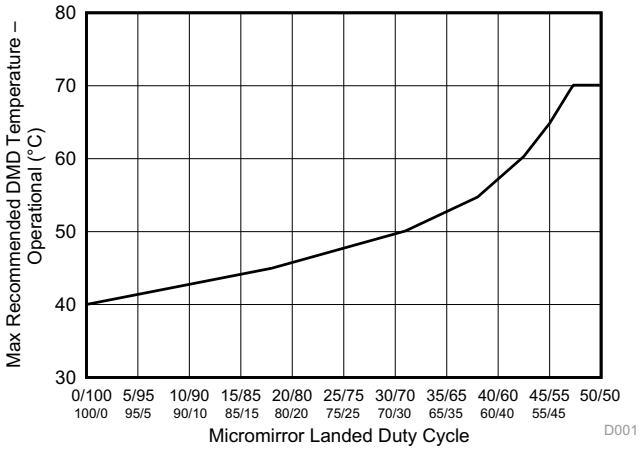

Figure 1. Maximum Recommended DMD Temperature – Derating Curve
(6) Long-term is defined as the average over the usable life.
(7) Per Figure 1, the maximum operational case temperature at test points TP1 and TP2 as shown in Figure 9 or Figure 10 should be derated based on the micromirror landed duty cycle that the DMD experiences in the end application. Refer to *Micromirror Landed-on/Landed-Off Duty Cycle* for a definition of landed duty cycle.
(8) Between any two points on or within the package including the mirror array.